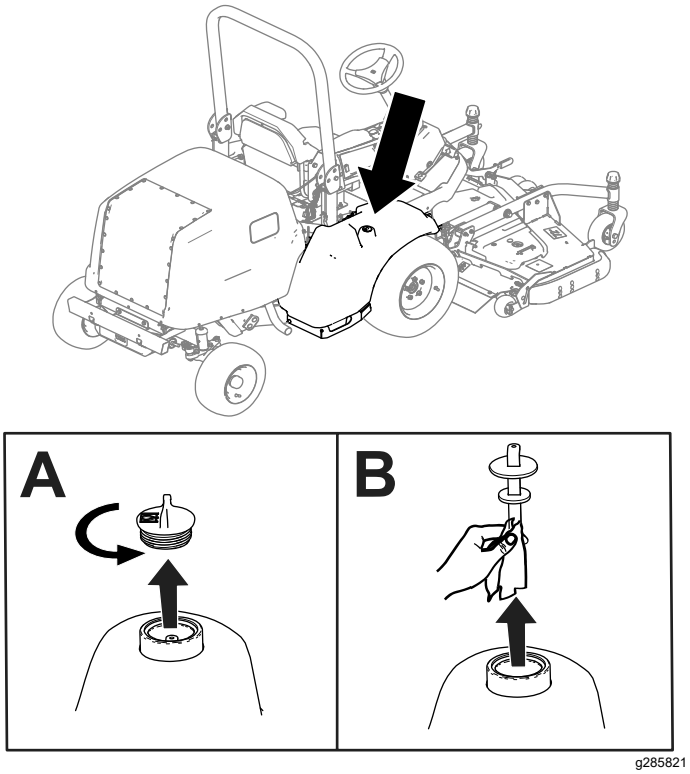

Figur 79
2. Ta bort pluggen från hydraultanken (Figur 79).
3. Ta ut oljestickan från hydraultanken och torka av den med en ren trasa (Figur 79).